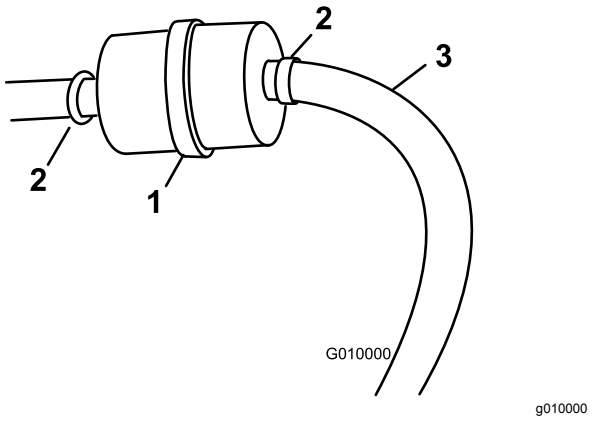

Figuur 17
3. Plaats een schone opvangbak onder het brandstoffilter (Figuur 17).